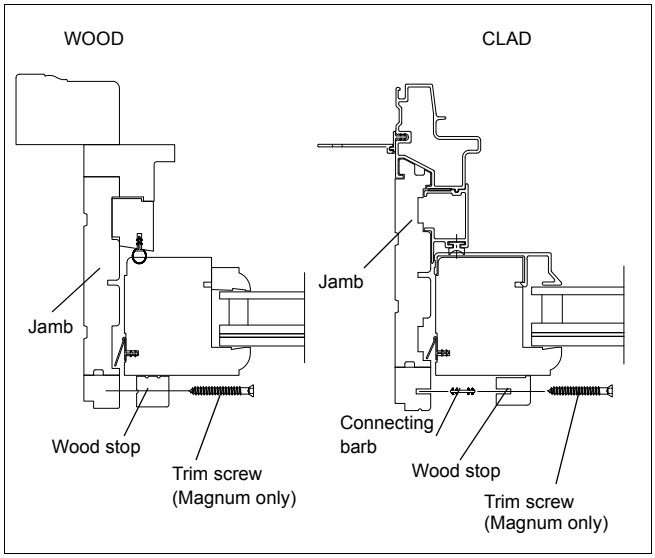

Figure 5
6. After the unit has been secured into the opening, install the supplied wood stops. On UDHMP units, use included trim head screws. See figure 5. WUDHP stops are installed with 1 1/8" (29) brad nails spaced 6"(152) from each end and 6"(152) on center.